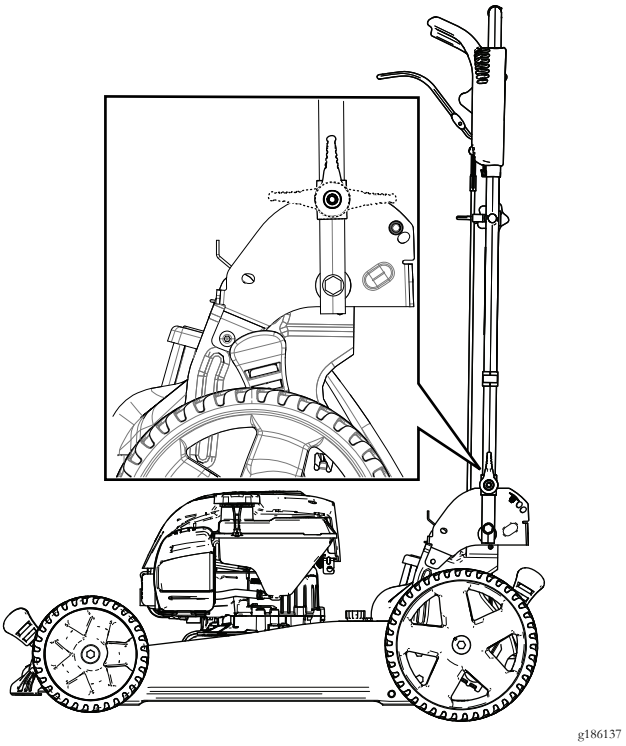

**Rysunek 25**
2. Złóż uchwyt do przodu, ustawiając w pozycji pionowej lub w pozycji całkowitego wychylenia do przodu (patrz rys. Rysunek 25).